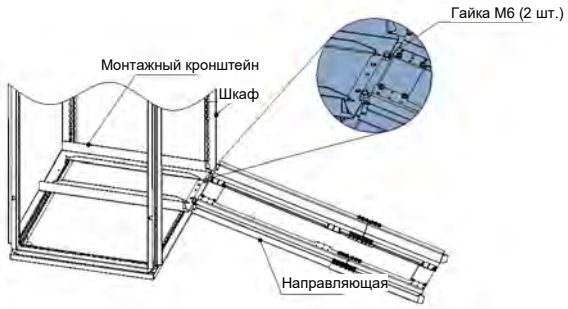

Рис. 1-12 Установка направляющих на шкафу
b. Совместить два круглых отверстия на переднем крае направляющих с винтами монтажного кронштейна и зафиксировать двумя гайками M6 для установки направляющих на шкафу, как показано на *рис. 1-12 на стр. 23*.